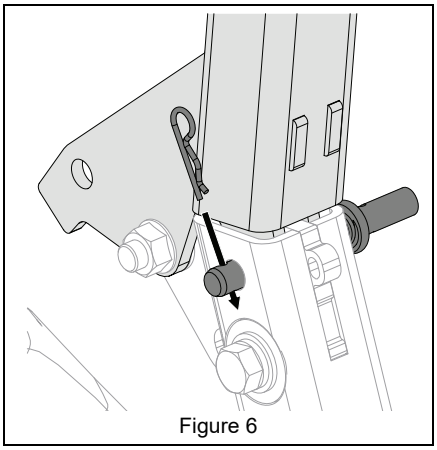

Figure 6
12. Reinstall lock pins through hinge plates to secure ROPS in the raised position. Secure lock pins with hairpins. See Figure 6.